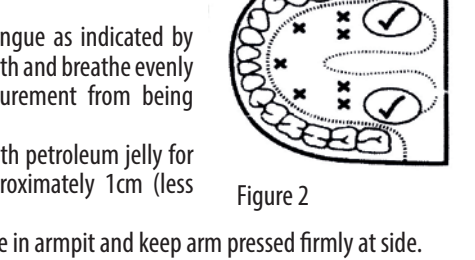

Figure 2
a. Oral use: Place thermometer under tongue as indicated by position shown in Figure 2. Close your mouth and breathe evenly through the nose to prevent the measurement from being influenced by inhaled/exhaled air.